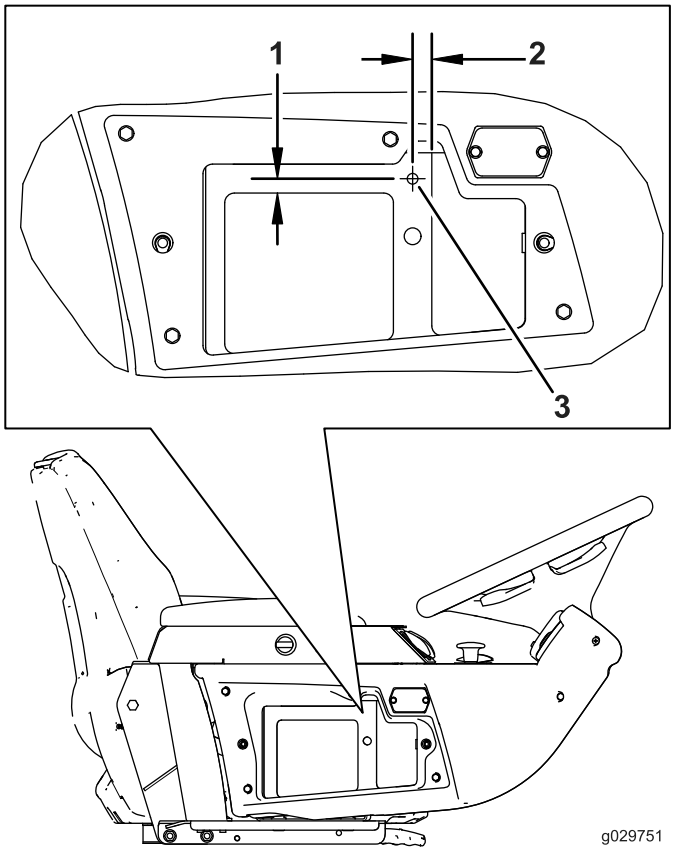

Figure 6
2. Using the dimensions shown in (Figure 6), locate and drill a 4.5 mm (0.17 inch) diameter hole through the control-arm cover and control arm.